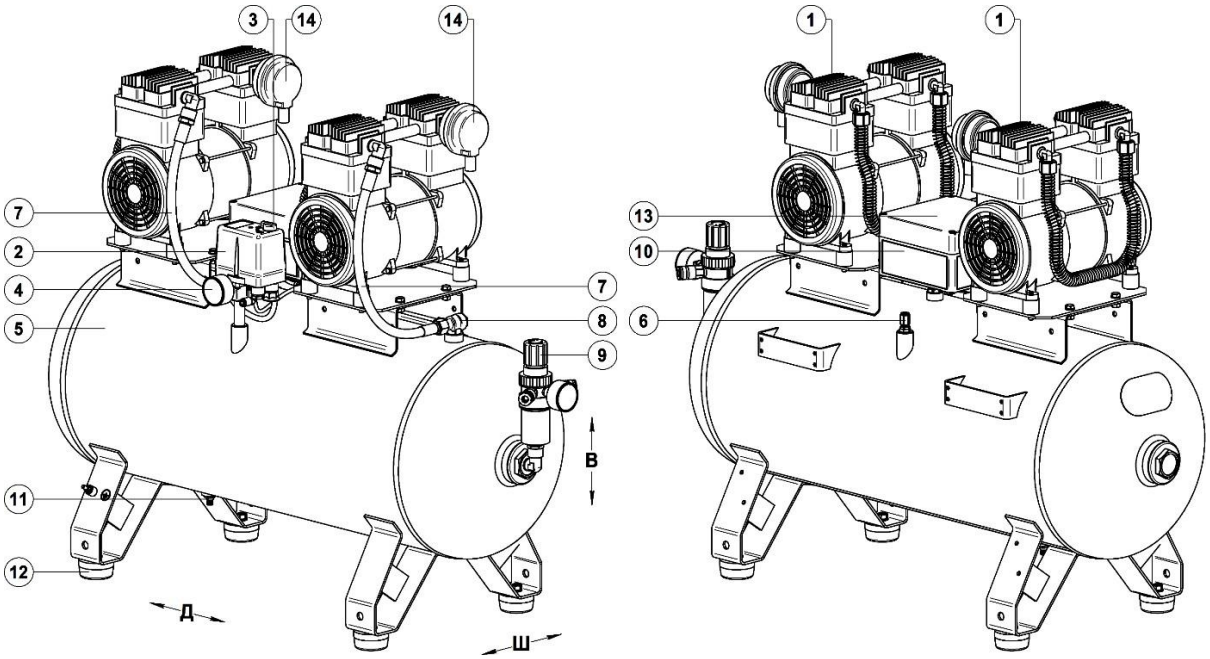

Рисунок 6 - Общий вид компрессора СБ4-100.OLD20-3Т/10
7.3.1 Настройка давления в подсоединенных пневматических инструментах регулятором давления осуществляется следующим образом (см. рисунок 6):